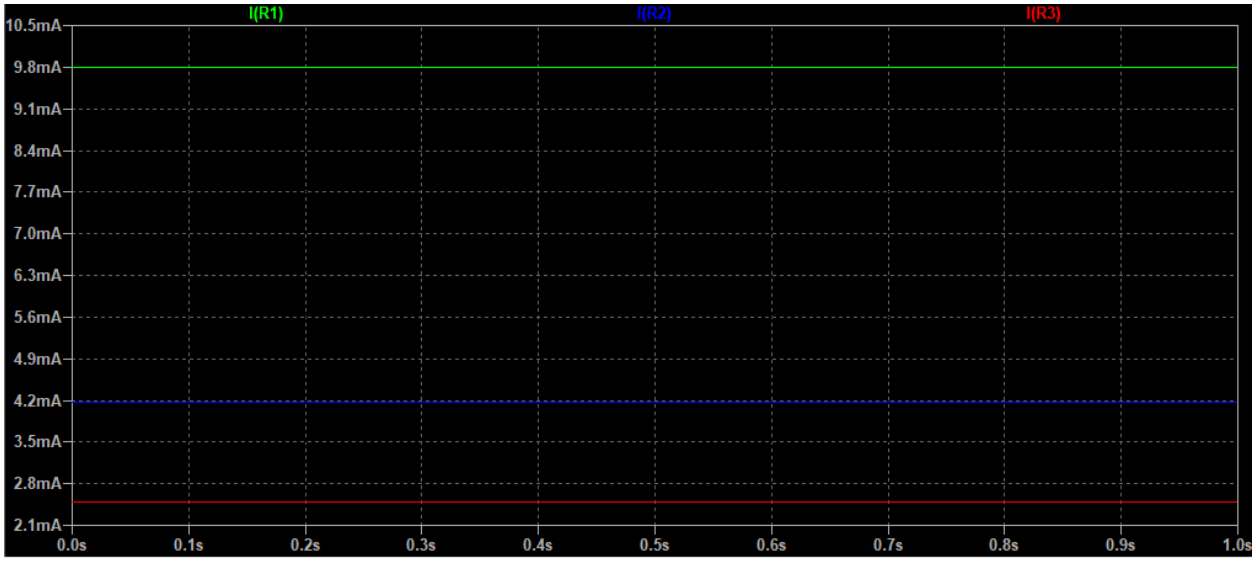

Fig. 5. LTSpice Current Through Resistors
- Repeat this for the other resistors and then take a screenshot of the plot (again using "snipping tool" or some other software). The plot you produce should be like Figure 5.